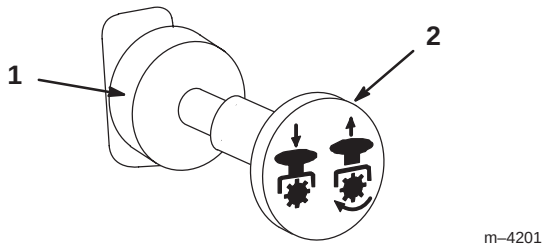

Figure 14
3. Pull out on the power take off (PTO) switch to engage it (Fig. 14).
To disengage, push the PTO switch to the Off position (Fig. 14).